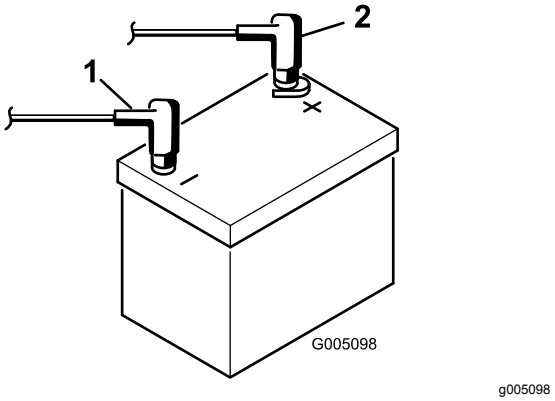

Rysunek 7
8. Podłącz przewód dodatni (w kolorze czerwonym) do dodatniego (+) zacisku, a następnie przewód ujemny (w kolorze czarnym) do ujemnego (-) zacisku akumulatora i zamocuj zaciski przy użyciu śrub i nakrętek (Rysunek 7). Wsuń gumową tuleję na zacisk dodatni, aby nie dopuścić do ewentualnego zwarcia.